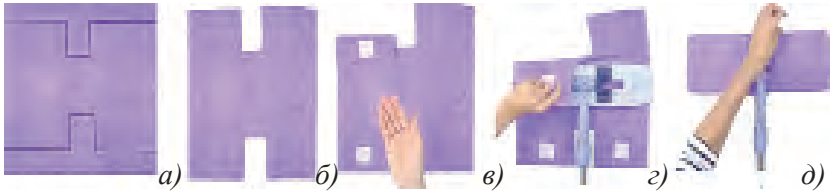

Рис.80. Изготовление половой тряпки из неиспользуемых полотенец.
1. На полотенце наносятся соответствующие размеру швабры линии, как указано на рис. 80.
2. Ткань вырезается по нанесенным линиям (рис.80, б).
3. По четырем сторонам вырезанного куска пришивается липучка (рис.80, в).
4. При помощи липучки тряпка надевается на швабру (рис.80, г, д.)